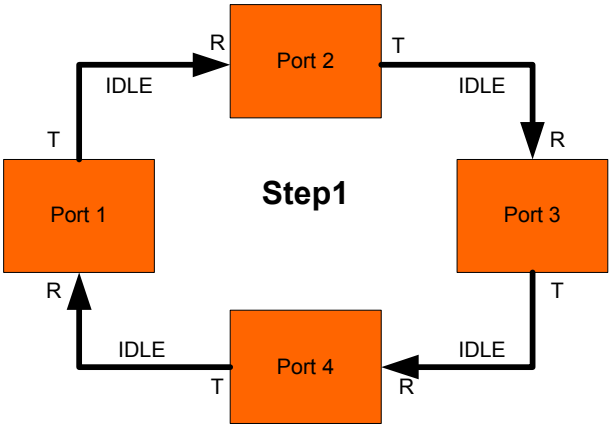

Figure 535 **Arbitration Step 1**
Once the loop initialization phase has completed the loop is filled with IDLEs as each port is in the monitoring state. Once a port needs access to the loop it has to arbitrate to get this access. The six steps involved are discussed next, using an example of a loop containing four ports with one port arbitrating as shown in Figure 535.
Step 1 of the Arbitration process, shown in Figure 535, shows a loop which is filled with idles and all ports in the monitoring status. The current fill word on all the ports is IDLE and thus received IDLEs are substituted with the current fill word which is IDLE on all the ports.